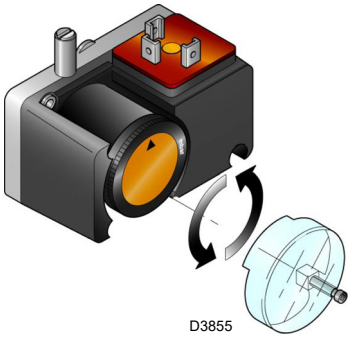

Fig. 37
- ➤ Adjust the minimum gas pressure switch (Fig. 37) to the start of the scale.
– adjust the minimum gas pressure switch (Fig. 37), on the gas train, to the start of the scale;
Adjust the minimum gas pressure switch after performing all the other burner adjustments with the pressure switch set to the start of the scale (Fig. 37).